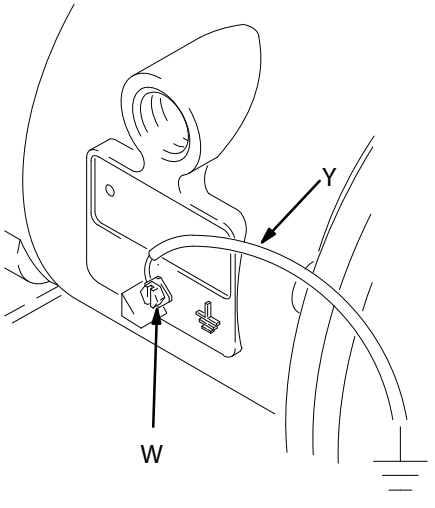

Fig. 1
Les pompes en polypropylène et en PVDF ne sont ***pas*** conductrices. Le raccordement du fil de terre sur la barrette de terre met uniquement le moteur pneumatique à la terre. Si l'on pompe des produits inflammables conducteurs, ***toujours*** relier l'ensemble du système produit à la terre en veillant à ce que le produit soit raccordé électriquement sur une vraie terre. Voir FIG. 1.
- *La pompe* :Raccorder un fil de terre avec attache comme indiqué sur la FIG. 1. Desserrer la vis de mise à la terre (W). Introduire une extrémité d'un fil de terre (Y) d'au moins 1,5 mm2 (12 ga) derrière la vis de mise à la terre et bien serrer cette vis. Raccorder l'extrémité de l'attache du fil de terre sur une vraie terre. Pour commander le fil de mise à la terre et l'attache : référence 237569.